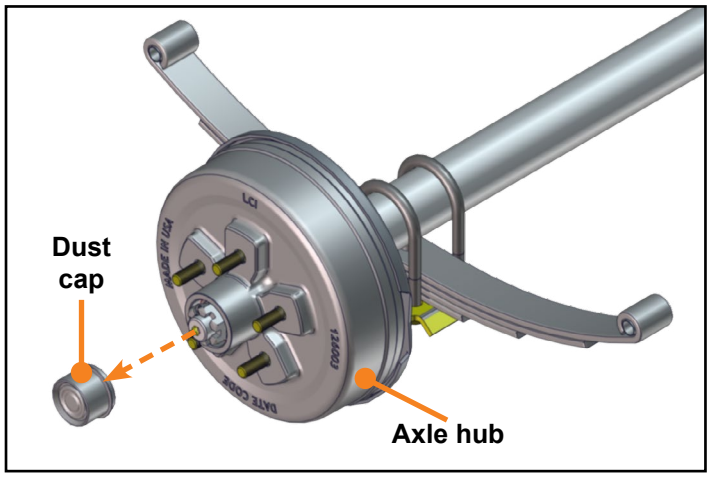

Fig.14
6. Re-install dust cap into the hub assembly using a rubber mallet to properly seat it to the hub face **(Fig. 14)**.